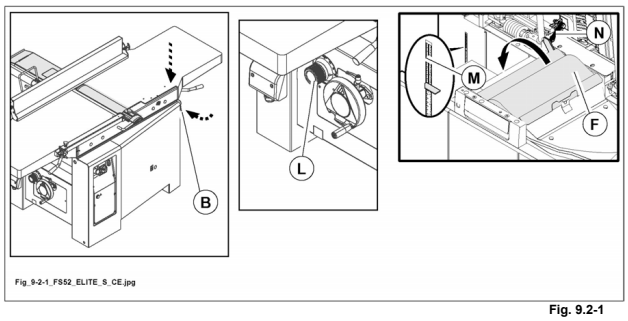

Fig. 9.2-1
prima di abbassare i piani a filo, ricordarsi di aprire la protezione convogliatrucioli (F fig. 9.2-1), e di abbassare il piano spessore fino alla fine della tacca rossa (M fig. 9.2-1) per non danneggiare alcun elemento e di riportare la leva (L fig. 9.2-1) in posizione Pos. "0" (disattivazione rullo di trascinamento).
3) Disinnestare il bloccaggio (N fig. 9.2-1) e chiudere i piani.
4) Abbassare la leva (B fig. 9.2-1) per bloccare i piani.